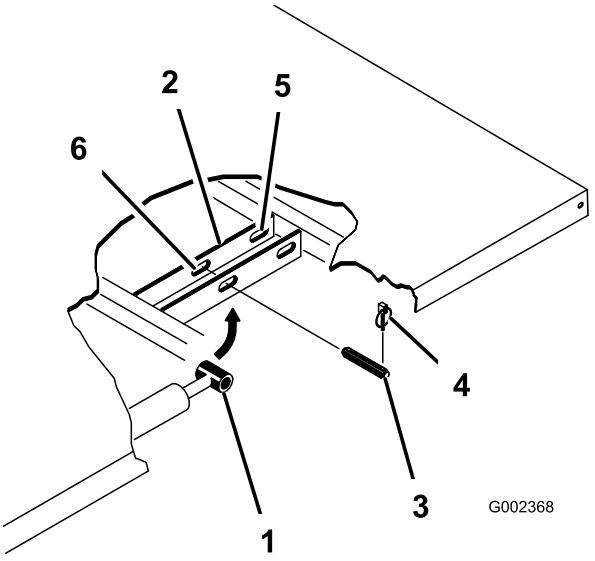

Figuur 11
2. Verwijder de lynchpennen van de uiteinden van de gaffelpennen van de cilinderstang (Figuur 11).
3. Verwijder de gaffelpennen waarmee de uiteinden van de cilinderstang vastzitten aan de bevestigingsplaten van de laadbak, door de pennen naar binnen te drukken (Figuur 11).
4. Verwijder de lynchpennen en de gaffelpennen waarmee de draaibeugels zijn bevestigd aan de framebalken (Figuur 11).